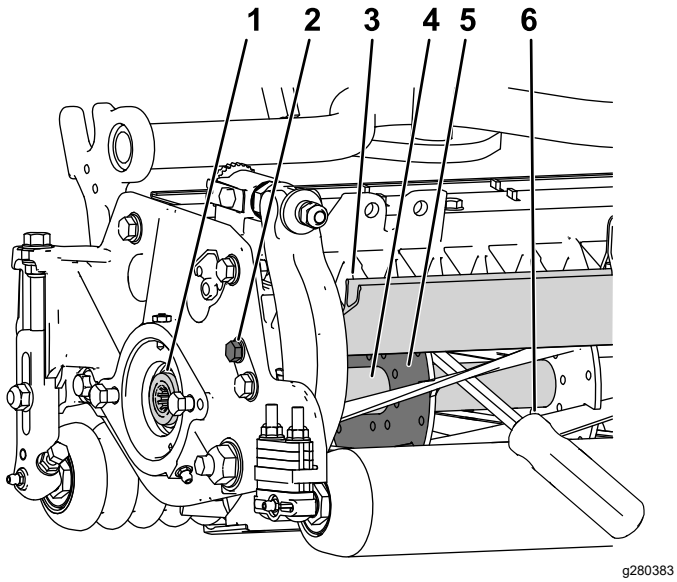

Figur 28
1. Løsn bolten på afskærmningen på venstre side af klippeenheden, og hæv den bagerste afskærmning (Figur 28).
2. Sæt en langskaftet løftestang (anbefalet ⅜" x 12" med skruetrækkerhåndtag) gennem knivcylinderens bagende tættest på den side af klippeenheden, som du skal tilspænde (Figur 28).
3. Anbring løftestangen mod knivcylinderstøtteladens svejseside (Figur 28).